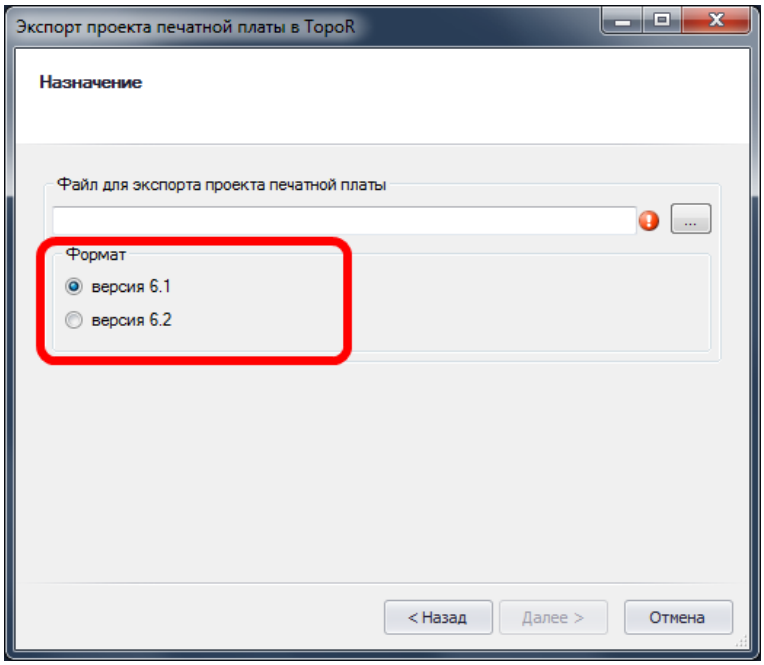

Рис. 733. Выбор формата экспорта
4. Выбрать формат экспорта с помощью переключателя в поле «Формат», см. Рис. 733. Для экспорта доступны следующие форматы: